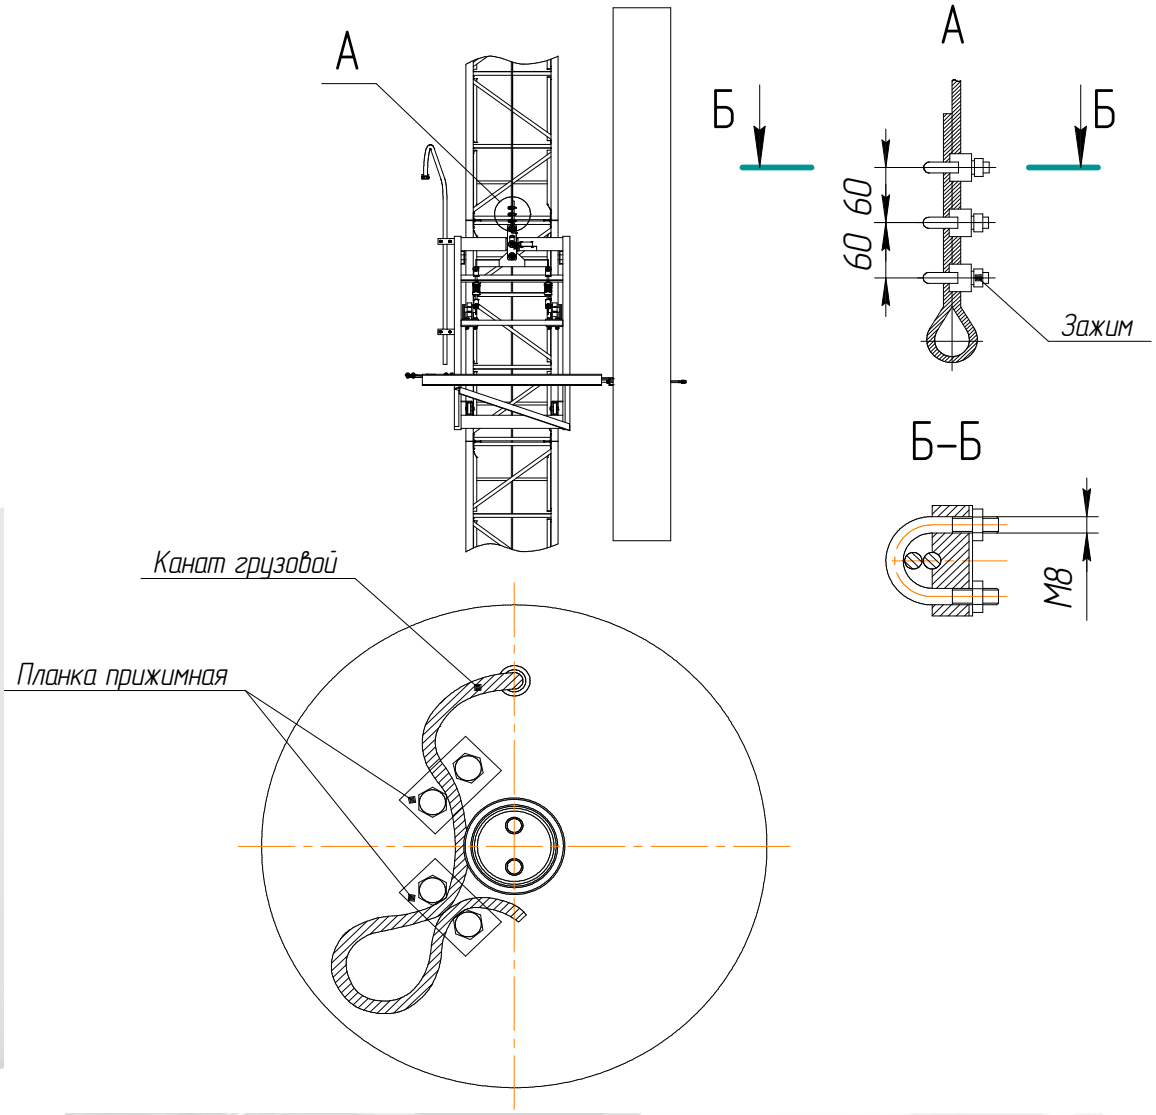

Рис. 21 – Схема запасовки каната
9.4.11. Выполнить запасовку каната грузового согласно схеме запасовки (рис. 21).
Необходимо заменить канат. Закрепить канат на подъемнике в соответствии со схемой запасовки (рис. 21). Для разблокировки поста кнопочного необходимо замкнуть контакт SQ2, открутив и отодвинув выключатель путевой контроля срабатывания ловителей. После чего на кнопочном посте нажать кнопку вверх - ловители разблокируются.